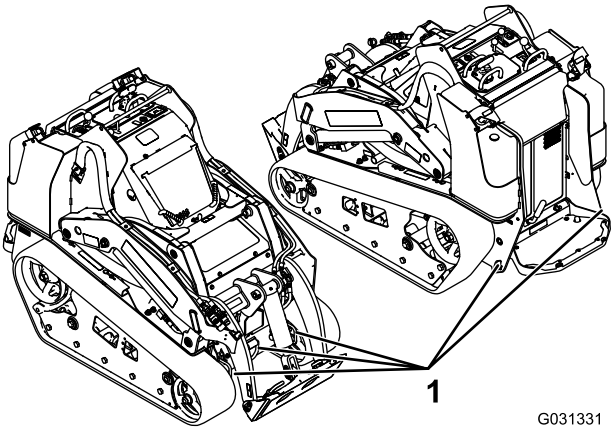

Figuur 34
6. Gebruik de metalen bindogen op de machine om de machine goed vast te maken aan de aanhanger of vrachtwagen. Gebruik hiervoor banden, kettingen, kabels of touwen (Figuur 34).
U kunt de machine omhoog brengen met behulp van de bindogen als hefpunten; zie Figuur 34.